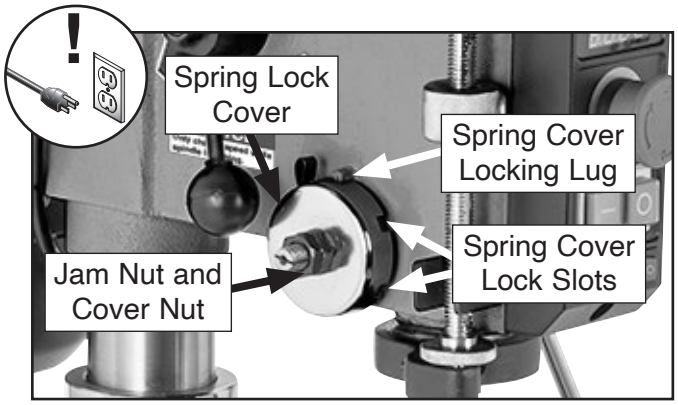

**Figure 55.** Spindle return spring assembly.
3. Wipe any oil off spring lock cover so it does not slip in your fingers when you hold the cover from spinning (see **Figure 55**).
4. Hold spring lock cover against side of headstock so the cover stays splined with locking lug, as shown in **Figure 55**, then loosen jam nut and loosen cover nut approximately ¼" each.
5. Wearing gloves, pull spring cover (see **Figure 55**) outward just enough to disengage spring-cover lock slot from locking lug.
7. Engage next available spring-cover lock slot with locking lug (see **Figure 55**) and hold spring lock cover tightly to side of headstock.